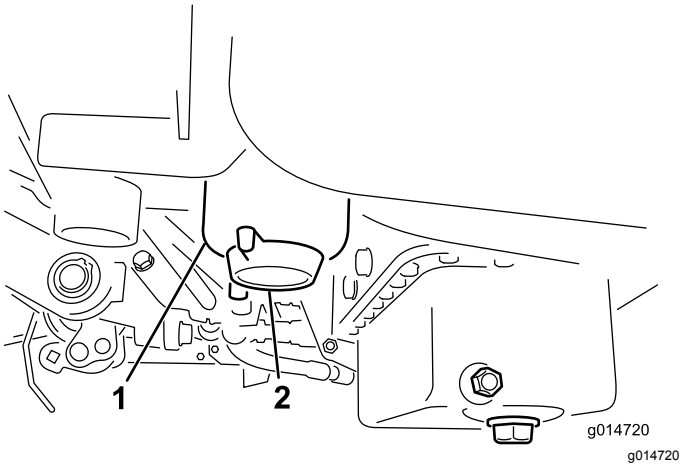

Rysunek 35
3. Odkręć korek spustowy na filtrze paliwa, wykonując około jeden obrót, i zlej całą zgromadzoną wodę (Rysunek 35).